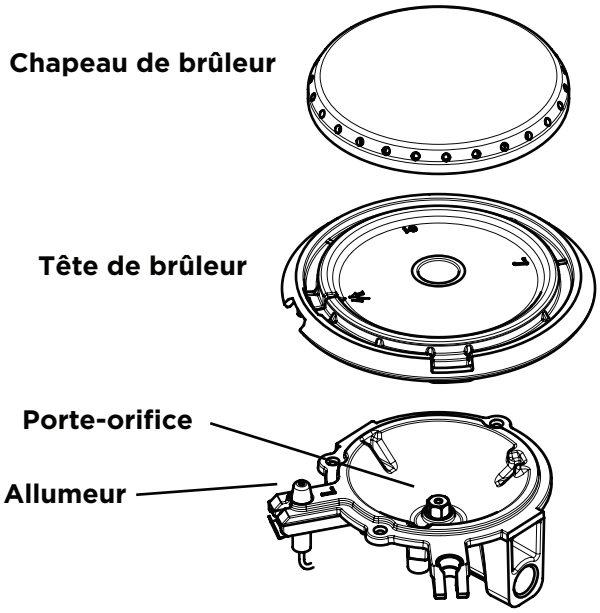

Figure 16: Composants de brûleurs scellés
1. Retirer le capuchon de la tête de brûleur (voir Figure 16). Nettoyer le capuchon à l'eau chaude savonneuse et sécher soigneusement.